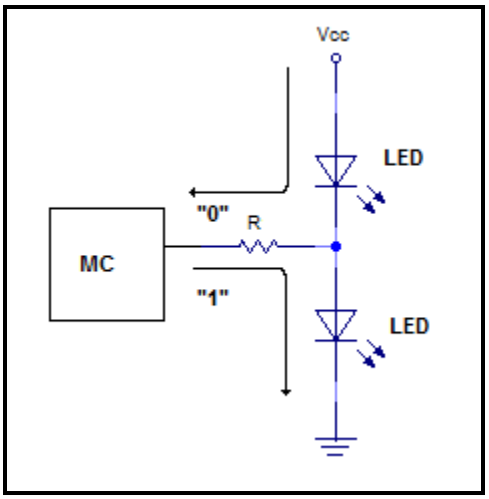

Figura 1.4c. Activación de dos leds con un mismo pin de puerto. El led 1 se activa con "0" y el led 2 se activa con "1".
- Conexión de dos leds a un mismo pin, uno activo con 0 y otro con 1 (**figura 1.4c**):